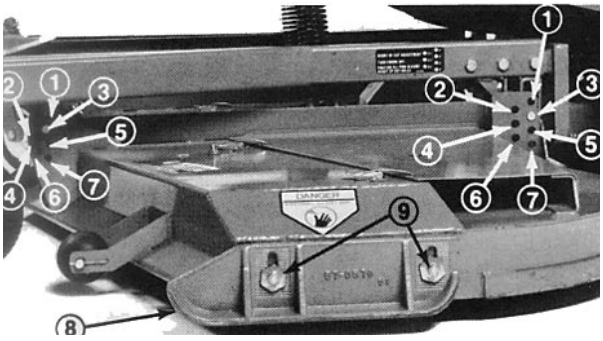

Fig. 1
2. Justér meden ved at løsne flangemøtrikkerne, placere meden i den ønskede stilling og stramme flangemøtrikkerne igen (fig. 1).